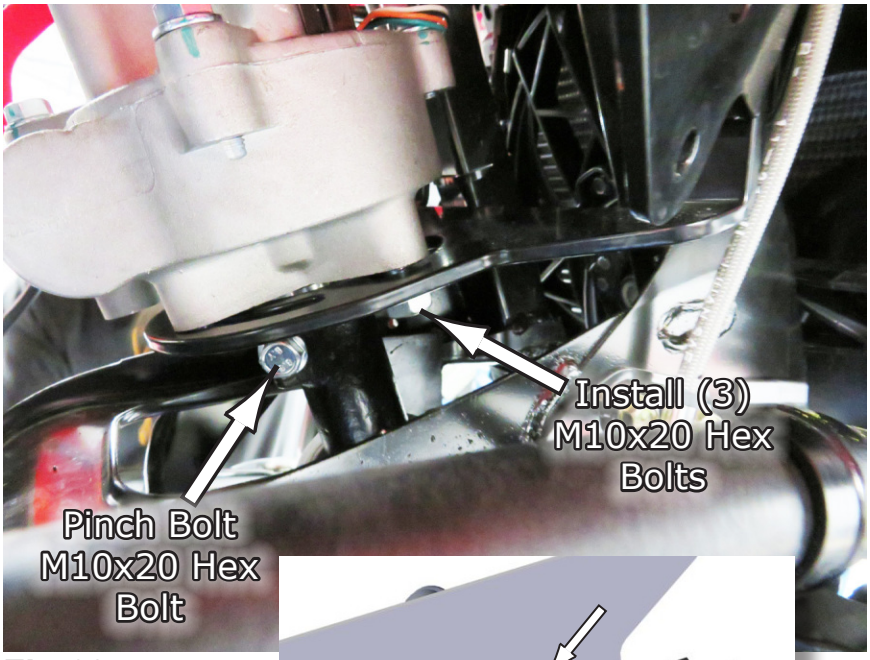

**Fig.63**
**47**. Once the motor is placed into the spline, you will need to bolt it to the Bracket-1 using (3) **M10x20** Hex Bolts. Then install the pinch bolt using the same **M10x20** Hex Bolt. See **Fig.63**.